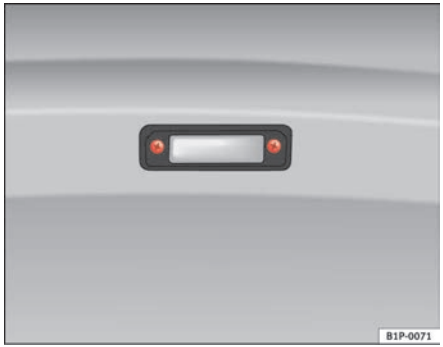

**Fig. 194 Registration plate light**
– To remove the bulb holder, unscrew the bolts ⇒ fig. 194.